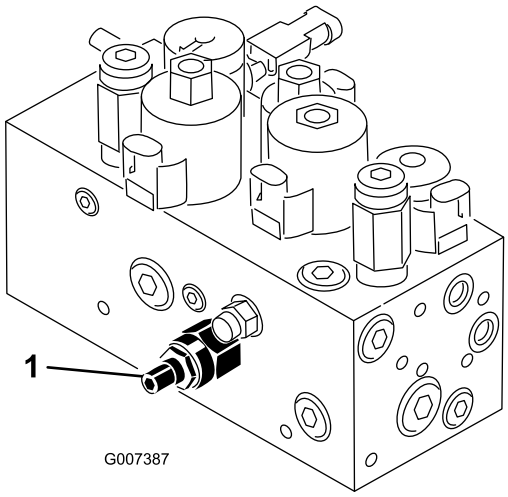

Figur 56
Klippenhetens lyft-/sänkkrets är utrustad med en flödesregleringsventil (Figur 56). Denna ventil är förinställd på fabriken där den har öppnats cirka tre varv. En justering kan dock behövas för att kompensera för olika hydrauloljetemperaturer, klipphastigheter etc. Om så är fallet görs justeringen på följande sätt:
1. Höj sätet och lokalisera flödesreglerventilen för mittdragramen (Figur 56) som sitter på sidan av hydraulgrenröret.